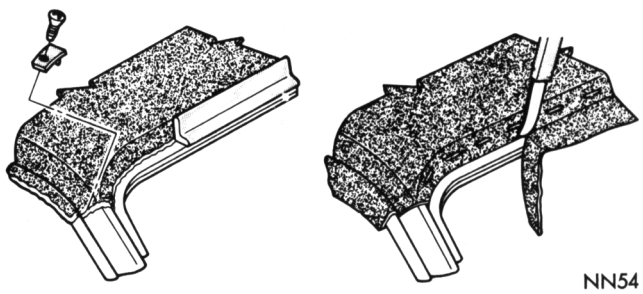
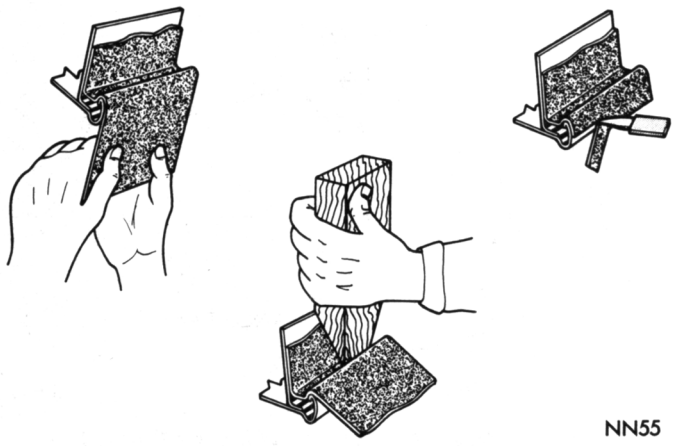
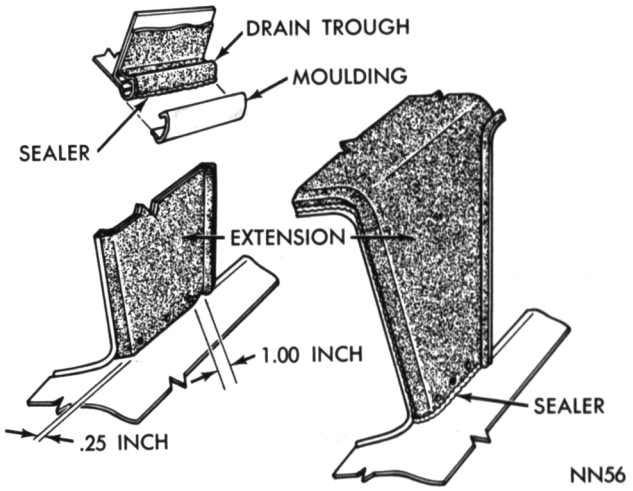

Fig. 5—Trimming and Sealing Cover at Windows
Fig. 6—Positioning Cover at Sides
Fig. 7—Sealing Cover at Sides
(13) Trim fabric at base of windshield reveal, halfway between upper and lower edges of pillar moulding (Fig. 5).
(14) Trim fabric at base of rear window reveal.
(15) Using a dull pointed tool, press fabric into drain trough to achieve maximum contact of roof cover material to drain trough (Fig. 6).
(16) Grasp outboard edge of cover and while pulling material outward and down, use upper edge of drain trough flange as a breakover for draping material on to outboard drain trough flange face (Fig. 6). **Care must be taken to avoid pulling loose the cover material** applied to base of drain trough.
(17) Press material against drain trough flange face for full length of outboard sides of roof cover.
(18) Trim excess material hanging below drain trough flange about 1/8 inch above lower edge of flange (Fig. 6).
(19) Locate and drill index hole for front pillar moulding upper locating boss (Fig. 5) (original installation only).
(20) Apply a bead of sealer to edge of cover and blend upward to form a seal over staples and cover edge. Extend sealer across trimmed edge on "A" post (Fig. 5).
(21) Locate and punch holes in cover at roof extension belt line.
(22) Trim cover on a line 1/4 inch below belt line moulding holes and curving upward to meet drain trough.
(23) Apply a bead of sealer to trimmed edge of cover at roof panel and smooth out to form a seal (Fig. 7).